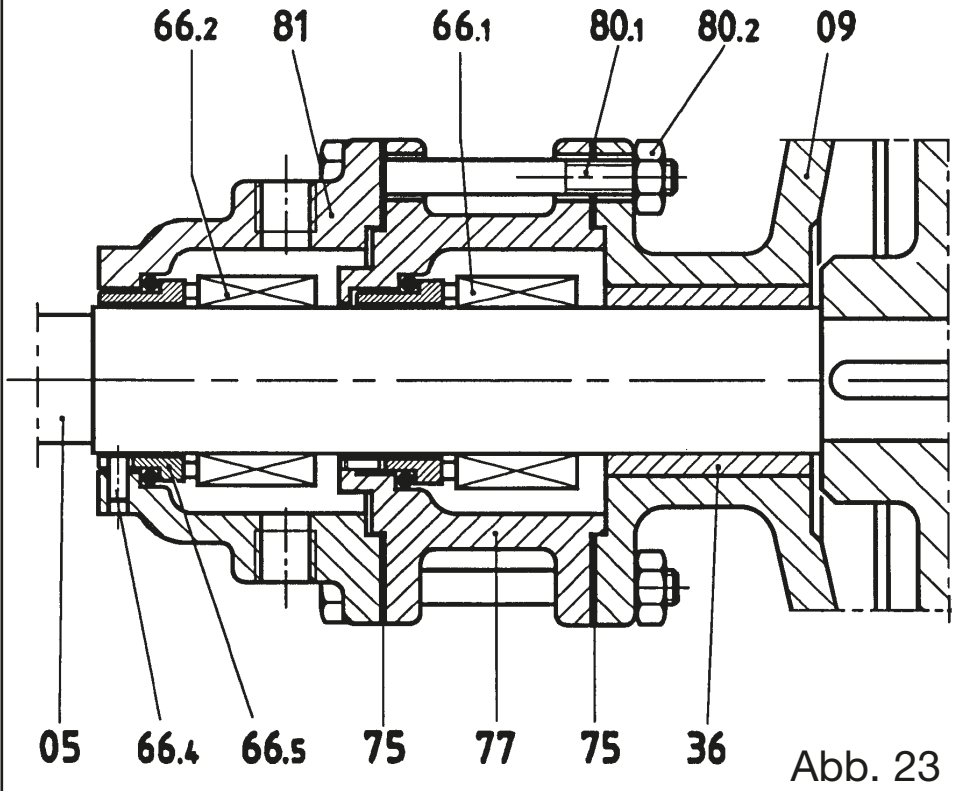

Abb. 23
12.6 Montage der doppelten mechanischen Dichtung ST7 (Abb. 23)